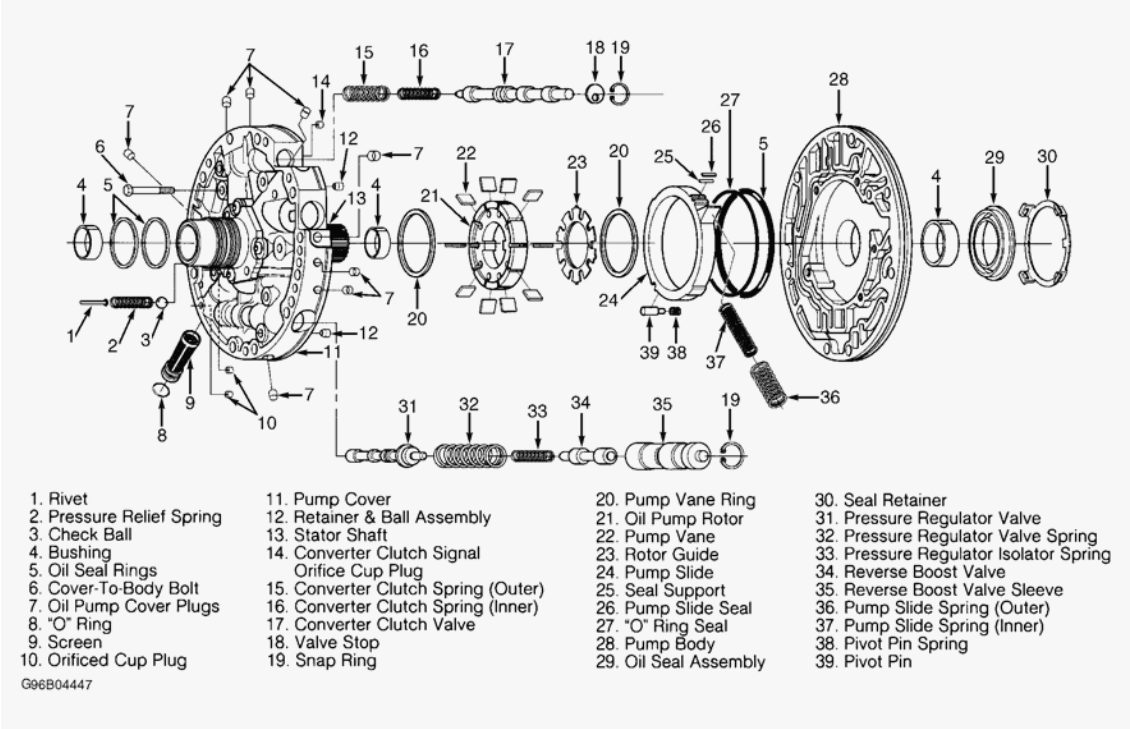

Fig. 23: Exploded View Of Oil Pump Assembly
3. Remove slide from pump pocket. Remove slide seal and seal support from pump slide. See **Fig. 23** . Remove pivot pin and pivot pin spring. Remove seal ring and "O" ring from pump slide. Remove seal retainer and seal from pump body.
3. Install oil seal in pump body. Install seal retainer. Install pressure relief check ball and spring in pump cover. Install retaining rivet. Install converter clutch valve springs and converter clutch valve. Install valve stop and snap ring. Install pressure regulator valve and spring in pump cover. See **Fig. 23** .